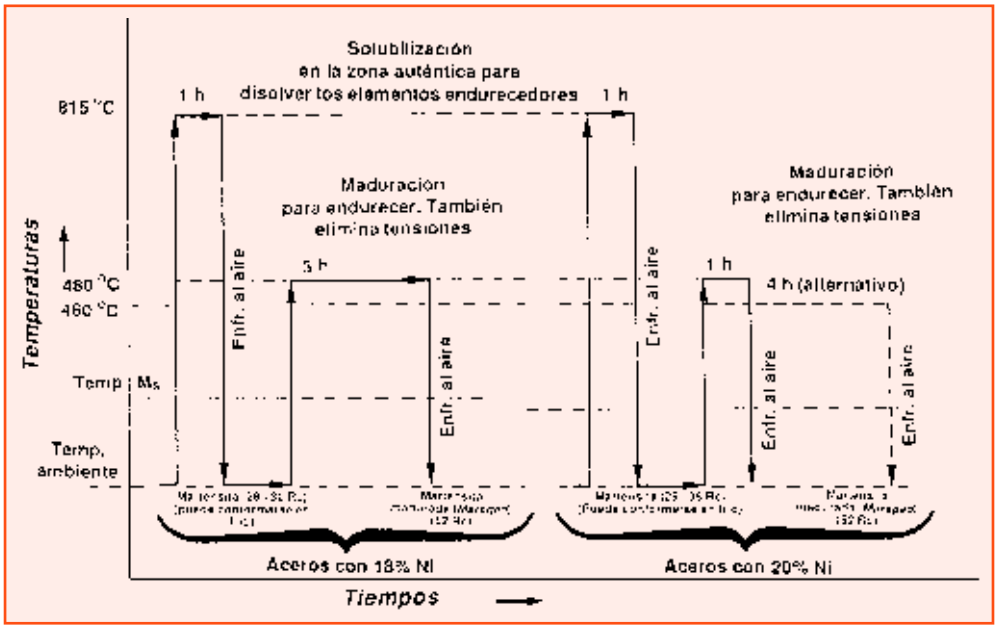

Figura 9. Esquema del tratamiento de solubilización + envejecimiento de los aceros maraging 18%Ni y 20%Ni.
sistencia y ductilidad hay que tener en cuenta que: (1) la temperatura ideal de envejecimiento 18% Ni ha de estar comprendida entre 460 y 480 °C, con un tiempo de permanencia de 3 a 6 horas y posterior enfriamiento en aire ambiente; (2) en los aceros 20% Ni se ha de utilizar la misma temperatura de envejecimiento con un tiempo menor, comprendido entre 1 y 4 horas, e igual enfriamiento en aire; figura 9.